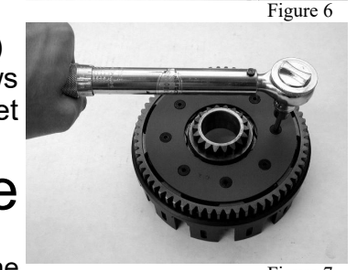

Figure 7
- Install the new retainer plate with the new 10X24-5/8" screws and tighten them to 3.3 ft/lbs (Figure 7)